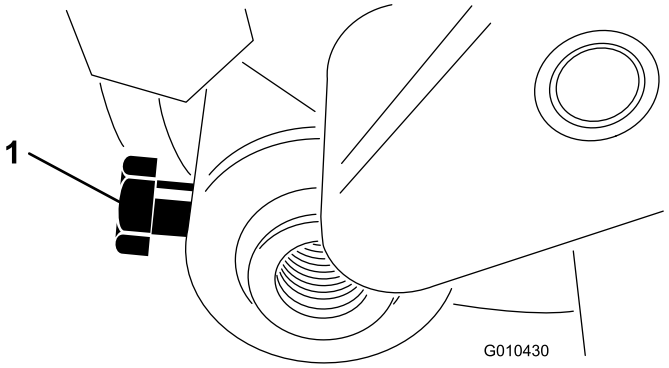

Figur 30
3. Lossa den bult som fäster rullaxeln till klipphöjdsarmen (Figur 30).